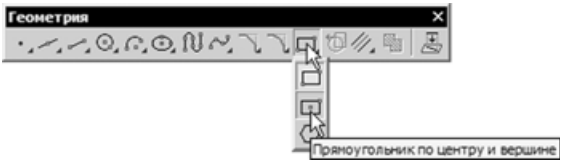

Рис. 2.65
- Установите курсор на **Прямоугольник по центру и вершине** и отпустите кнопку мыши (рис. 2.65).